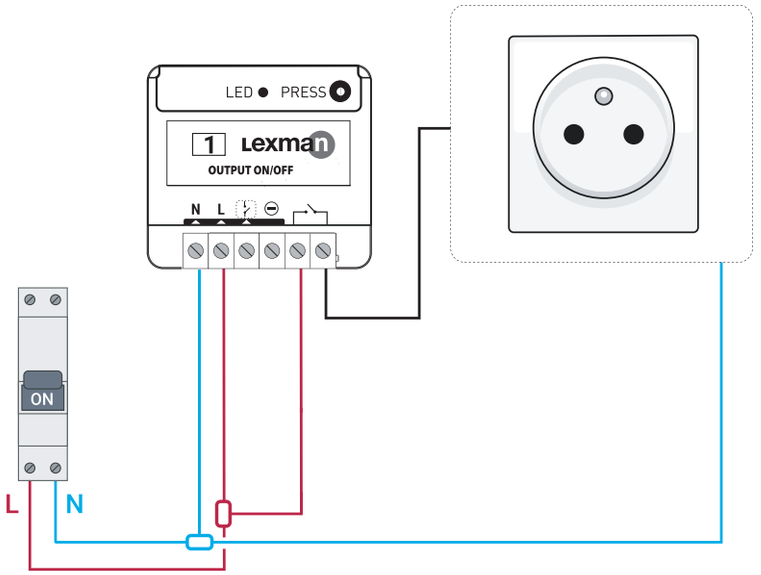

figura 4
3. Conecte o receptor ON/OFF de acordo com o esquema (figura 4).